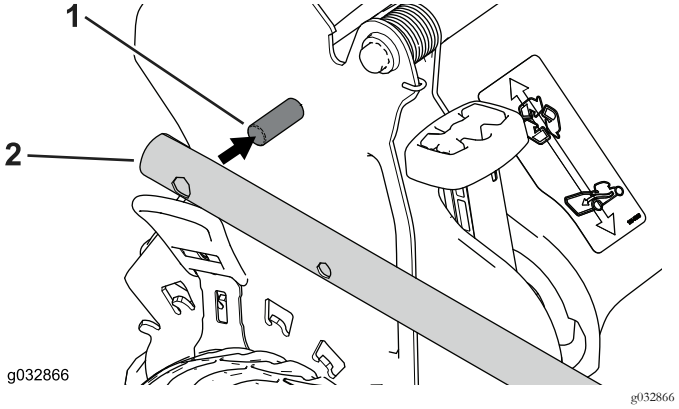

Figura 5
2. Instale los extremos del manillar en la carcasa del cortacésped, de modo que el pasador instalado en cada soporte del manillar se encuentre en el orificio inferior de su extremo del manillar relacionado (Figura 5).